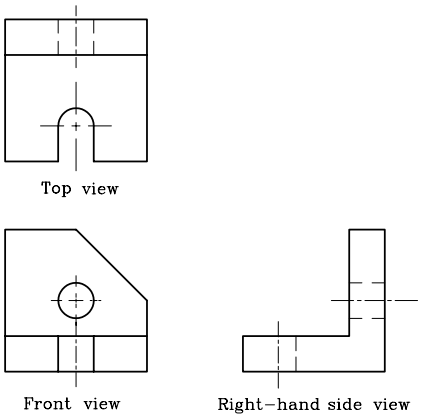

Figure 17-54 *Front, side, and top views*
8. Similarly, draw the top view to complete the drawing. Figure 17-54 shows different views of the given object.